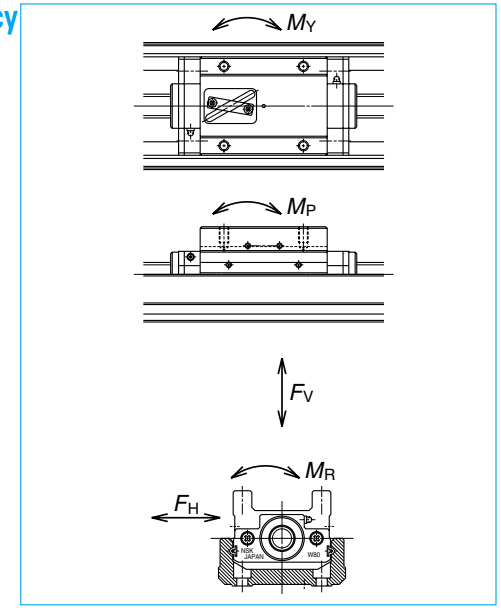

Fig. 1-10 Direction of load
(1) Life of Linear Guide
Study the load to be applied to the linear guide of Monocarrier (Fig. 1-10). The equivalent load (Fe) is determined by substituting the load for equation ① (Eq.② : in case of the tightly coupled double slider type).